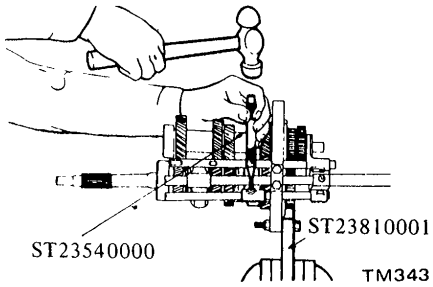

Fig. MT-12 Drive out retaining pins
1. Drive out retaining pins from each fork rod with Fork Rod Pin Punch ST23540000. See Figure MT-12.